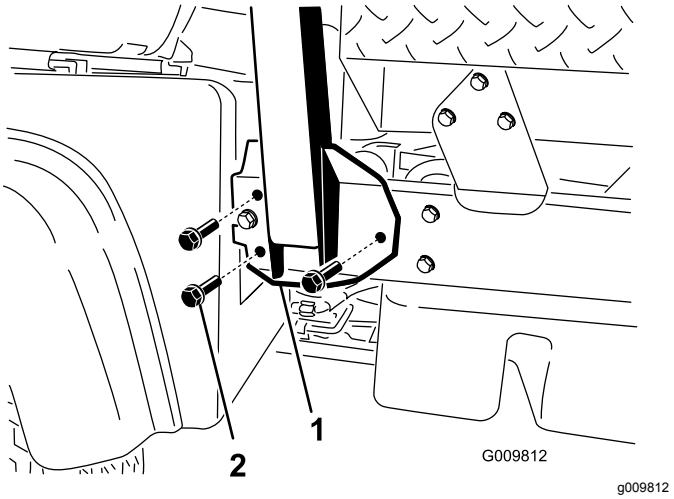

Figur 4
1. Placer hver side af styrtbøjlen ud for monteringshullerne i hver side af maskinens stel som vist i Figur 4.